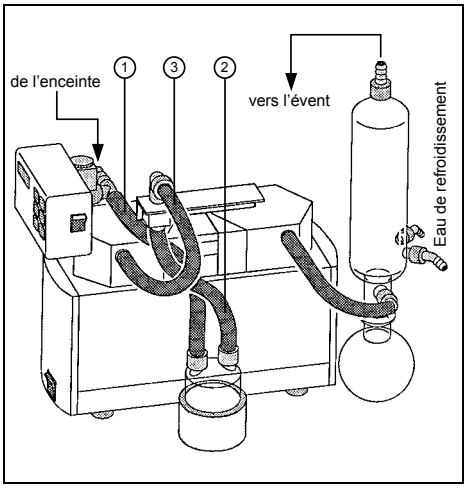

Fig. 11 : Raccordement système SC… (pompes à deux têtes)
① Longueur de tuyau environ 220 mm.
② Longueur de tuyau environ 150 mm.
③ Longueur de tuyau environ 300 mm.
④ Longueur de tuyau environ 220 mm.
①-④ Tous les tuyaux avec un diamètre intérieur de 10 mm.
❺ Raccordement des pompes à deux têtes suivant la figure 11. Pour le raccordement des pompes à une tête, ou en version Aluminium (reconnaissable à la lettre « A » de la référence), prière de contacter KNF. Choisir les matériaux des tuyaux en fonction des gaz véhiculés.